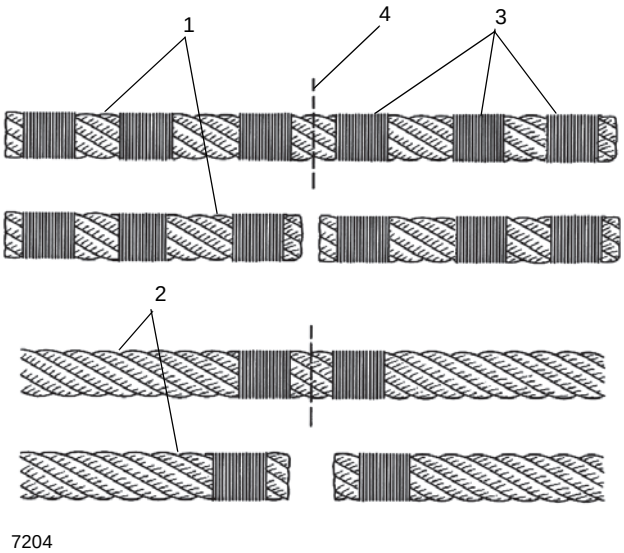

FIGURE 1-12
NOTE: Non-preformed wire rope (1) Figure 1-12 should have three seizings (3) located on each side of the cut (4) as compared to preformed wire rope (2).